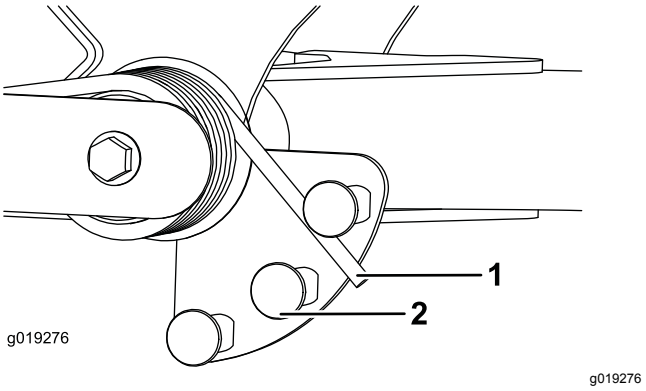

Figur 37
2. Sæt et rør eller en lignende genstand på den lange fjederende, og drej den omkring fjederaktuatoren til den ønskede position (Figur 37).